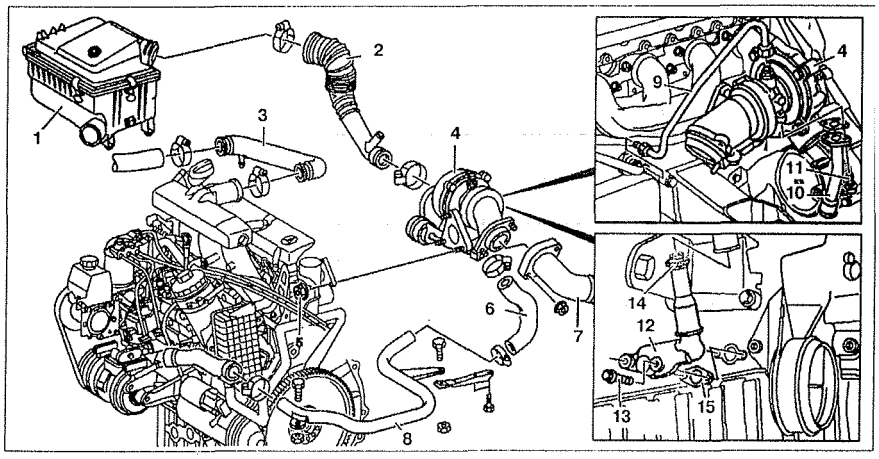

Рис. 4.50. Турбонаддув:
1. Снимите воздушный фильтр **1** (см.рис.4.50).